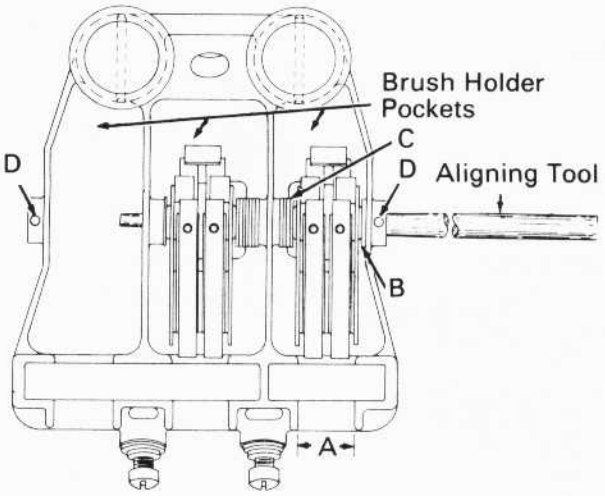

Fig.9 - Installing Constant Pressure Cell In Brush Holder
5. Center a spring cell in right hand pocket and align with finger slot "A" as shown in Fig. 9.
6. Insert aligning tool through spindle hole and spring cell being sure to add necessary washers at areas "B" and "C" as shown in Fig. 9. Check alignment of spring cell with finger slot "A" and if cell is out of line remove aligning tool and reassemble.
9. Drill two 3 mm (1/8") diameter holes at "D" Fig. 9. Insert groove pins furnished with the conversion kit and peen holes to hold pins. Check to see that the spring cell is tight in the brush holder.